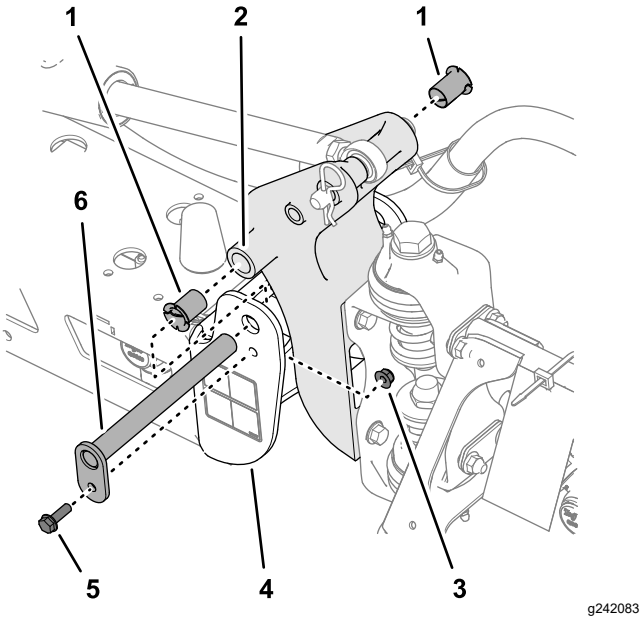

Figura 113
3. Retire el perno y la tuerca que sujetan el pasador de giro y retire el pasador (Figura 113).
5. Retire los casquillos de nailon desde delante y desde detrás del soporte de giro e inspecciónelos (Figura 113).
6. Lubrique los casquillos de nylon con una pequeña cantidad de aceite, e instale los casquillos en el soporte del giro (Figura 113).
7. Alinee los taladros del soporte de giro con los los taladros del canal final (Figura 113).